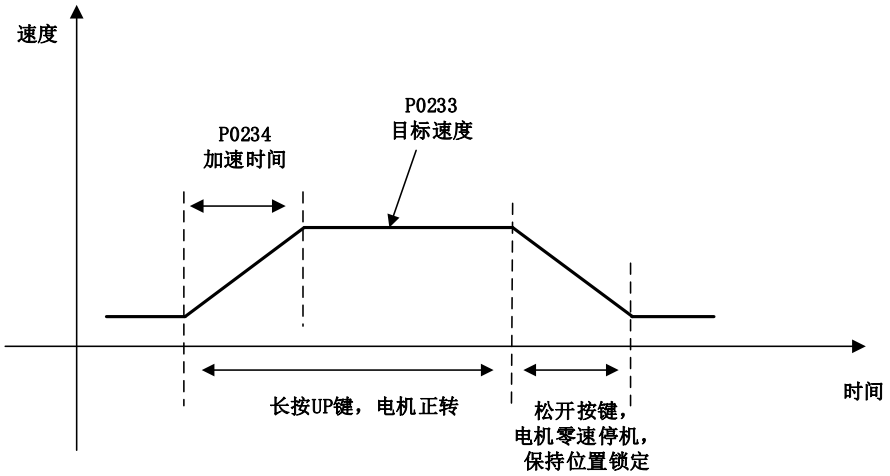

图 6.3 离线辨识以 JOG 点动模式辨识(以正转为例)
e) 离线辨识有不同的速度曲线及关联参数，参考图 6.3 。